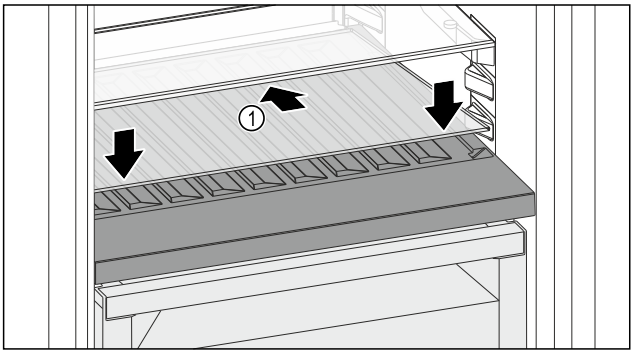

Fig. 148
▶ Așezați placa de sticlă *Fig. 148 (1)* oblic și spre spate înclinată în jos.
▶ Coborâți în față placa de sticlă *Fig. 148 (1)*.